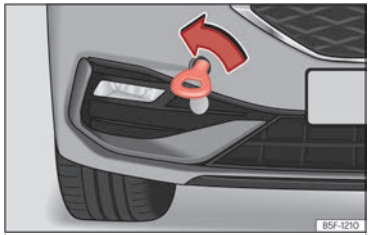

Fig. 232 Parte derecha del parachoques delantero: argolla de remolque enroscada.
3. Enrosque la argolla de remolque en el alojamiento girándola al máximo **en el sentido contrario al de las agujas del reloj** ››› fig. 232 , ››› ⓘ. Utilice un objeto adecuado con el que pueda enroscar completa y firmemente la argolla de remolque en su alojamiento.